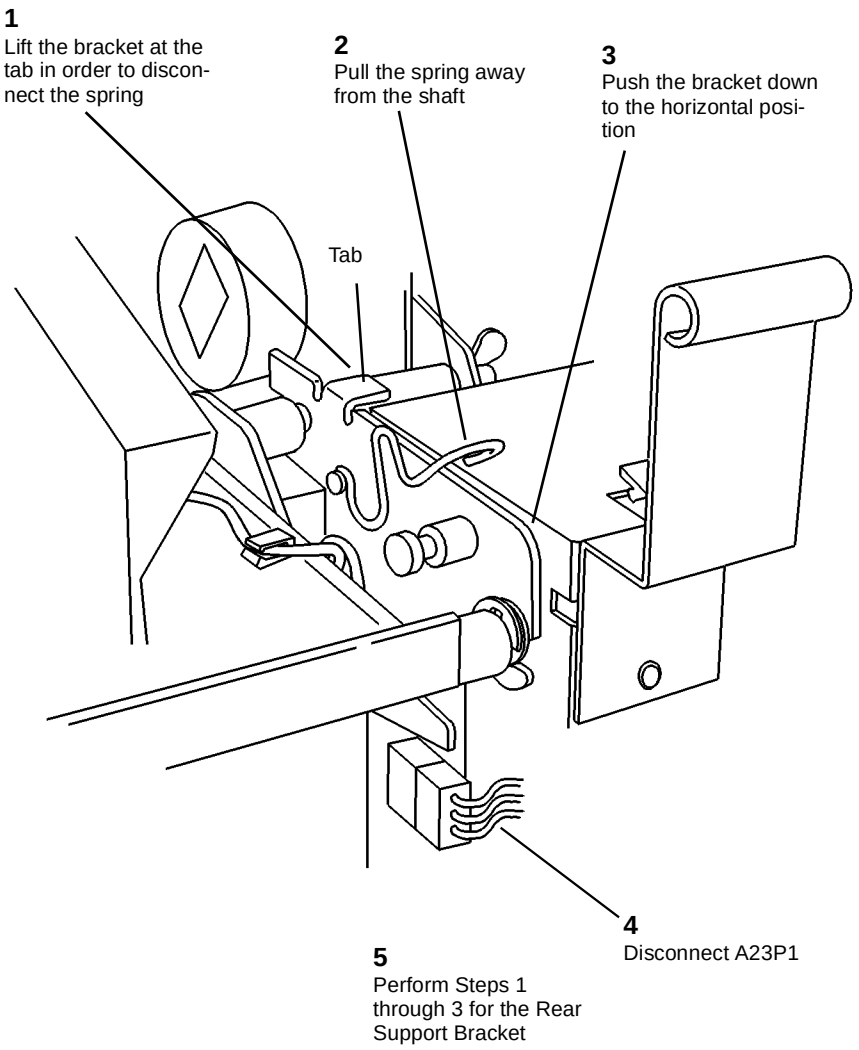

**Figure 1 Preparing the Support Bracket**
***NOTE:*** *Figure 1 shows only the Front Support Bracket.*
5. (Figure 1): Prepare the Front and Rear Support Brackets for raising the Xerographic Module to the Service Position.